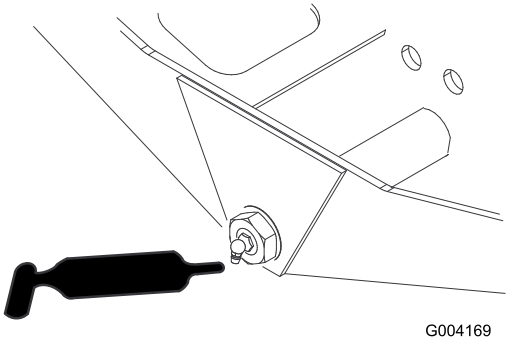

Figur 47
- Axelns styrtapp (1) (Figur 47)